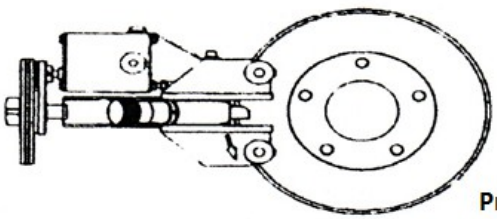

Рис. 40
2. При необходимости разверните блок проточки на 180 градусов, таким образом, что приводной блок окажется снизу, рис. 40.